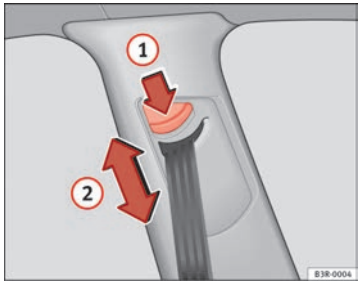

Fig. 16 Belt height adjuster
– Press button ⇒ Fig. 16 (1) to adjust the belt height.
– Take hold of the top guide fitting and slide it up or down so that the shoulder part of the seat belt is positioned roughly midway over the shoulder, although **it must never rest against the neck** ⇒ Fig. 16 (2) ⇒ ⚠ in Seat belt position on page 25.